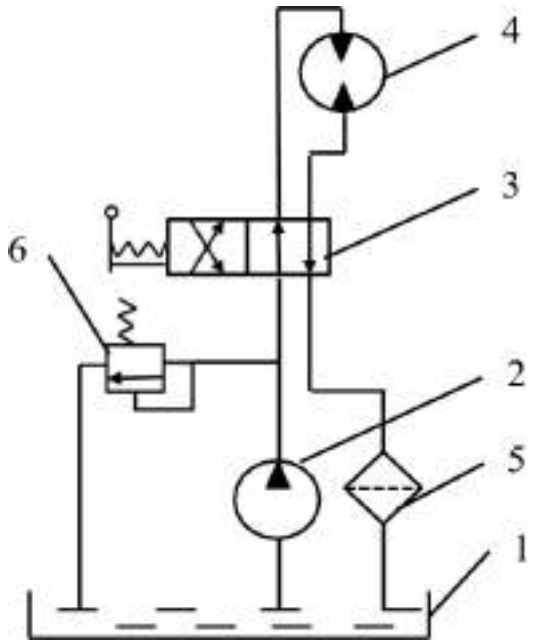

Рис. 1.2. Схема гидропривода с выходным звеном вращательного движения:
– гидропривод вращательного движения (рис. 1.2), в котором в каче- стве гидродвигателя применяется гидромотор с неограниченным враща- тельным движением ведомого звена (вала или корпуса);